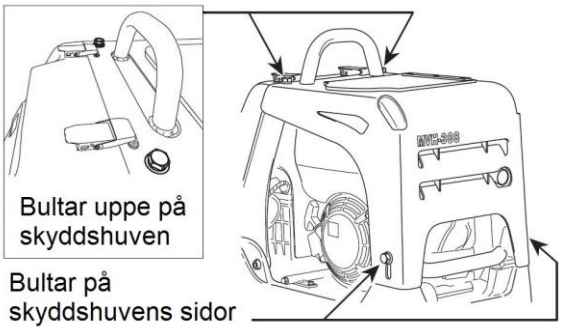

Fig.40
4. Stäng skyddshuven genom att försiktigt fälla tillbaka den och sen tycka ner den till ursprungsläget (stängt läge). Drag åt bultarna med angivet åtdragningsmoment. (Fig. 40)